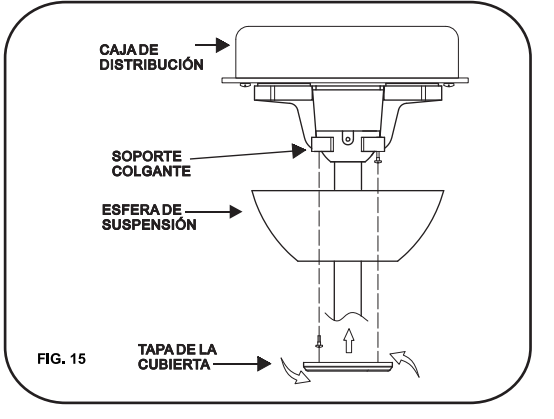

FIG. 15
Paso 2. Deslice la cubierta hacia el soporte de suspensión y coloque el orificio de posicionamiento de la cubierta sobre el tornillo del soporte de suspensión hasta que encaje en su lugar en la parte estrecha de los orificios de posicionamiento. (Fig. 15)